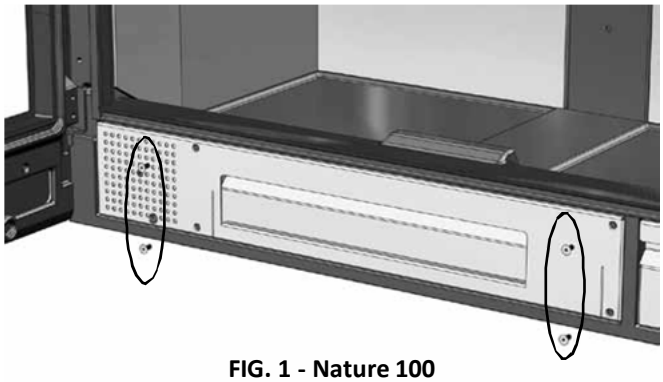

FIG. 1 - Nature 100
1. Retirar los cuatro tornillos que sujetan la parte frontal de la bandeja soporte del ventilador (Fig.1). **Para los modelos Nature 70 / 80 son dos tornillos en lugar de cuatro.**